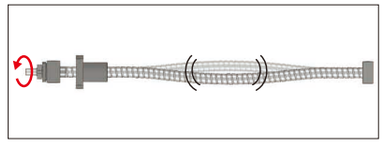

図3 共振を起こしたボールねじ
**ねじ軸：許容回転数を超えると固有振動数により共振をおこし運動不能になる可能性があります。（図3）**